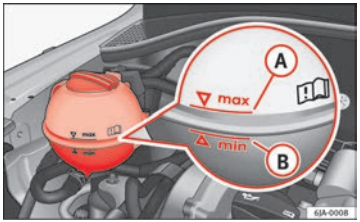

Fig. 119 Engine compartment: Coolant tank
The type of anti-freeze to be used for topping up is indicated on the coolant tank cover ⇒ Fig. 119.
– Read off the coolant level on coolant expansion tank ⇒ Fig. 119. When the engine is cold, the coolant should be between marks ▶
– Cover the cap on the coolant expansion tank ⇒ Fig. 119 with a cloth and **carefully** unscrew the cap.
Never fill the coolant tank above mark (A) (max.) ⇒ Fig. 119 Excess coolant is forced out of the cooling system through the overpressure valve in the filler cap of the expansion tank when the engine heats up.